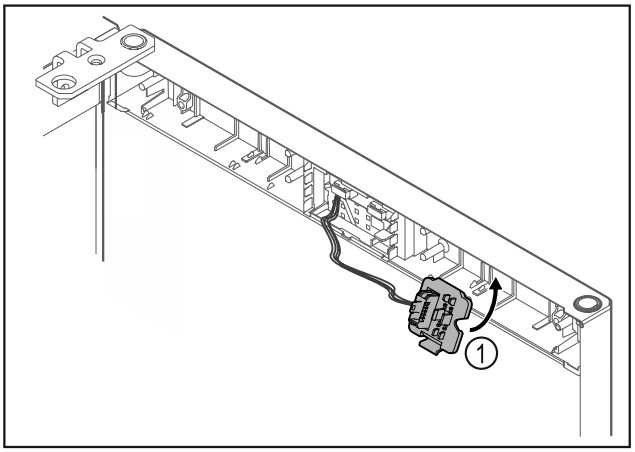

*Fig. 14*
▶ Fixați în poziție suportul fișei *Fig. 14 (1)* pe partea opusă.*